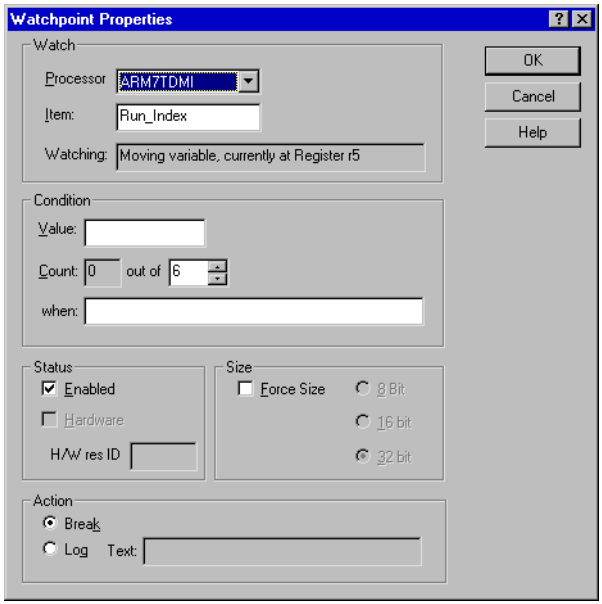

**Figure 3-4 Setting a watchpoint**
5. Select **Watchpoints** from the **System Views** menu, right-click in the Watchpoints system view, and select **Add** to display the Watchpoint Properties dialog (see Figure 3-4). For this example you specify that execution stops every sixth time the value of `Run_Index` changes.